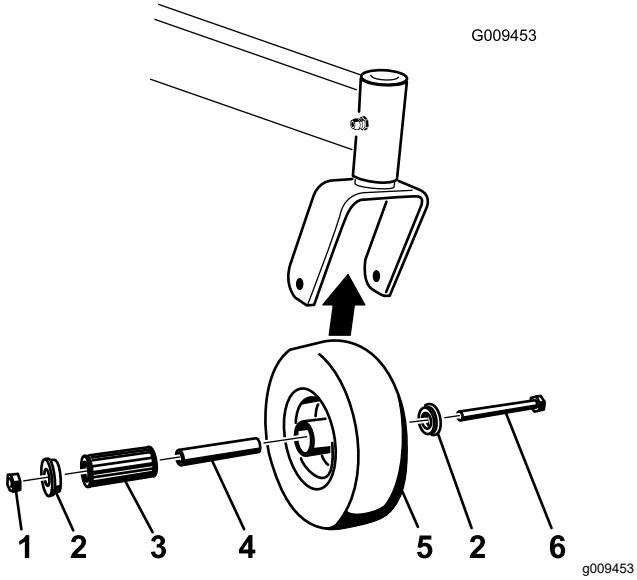

Figure 61
1. Enlevez le contre-écrou et le boulon de fixation de la roue pivotante à la chape (Figure 61).
2. Enlevez une bague, puis sortez la douille pour clé et le roulement à rouleaux du moyeu de roue (Figure 61).
3. Enlevez l'autre bague du moyeu, puis nettoyez la graisse et les saletés éventuellement présentes dans le moyeu (Figure 61).
Remarque: Remplacez les pièces endommagées ou usées (Figure 61).
5. Placez une bague dans le moyeu de roue (Figure 61).
6. Lubrifiez le roulement à rouleaux et la douille pour clé, et insérez-les dans le moyeu (Figure 61).
7. Mettez la deuxième bague dans le moyeu (Figure 61).
8. Montez la roue pivotante dans la fourche à l'aide du boulon et du contre-écrou (Figure 61).
9. Serrez le contre-écrou jusqu'à ce que la base de la douille pour clé soit en appui contre l'intérieur de la fourche (Figure 61).